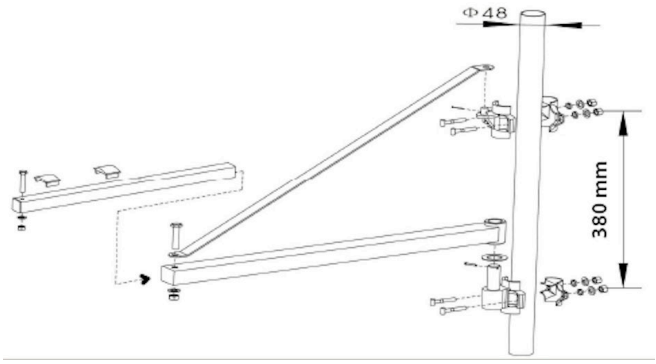

Fig.3
1) Assembler la barre d'extension telle que représentée sur la fig.3